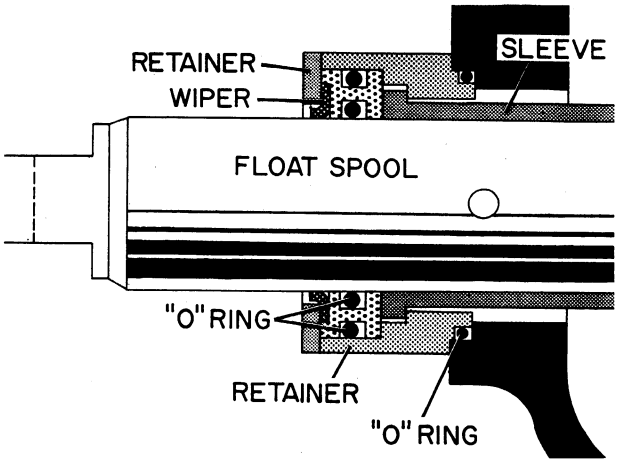

Figure D-77
3. Install the large "O" ring over the eye end of the lift spool and into the valve body, Figure D-77. Now install seal housing, sleeve, "O" ring retainer, wiper and retainer plate, Figure D-77. Then install the retainer plate screws.